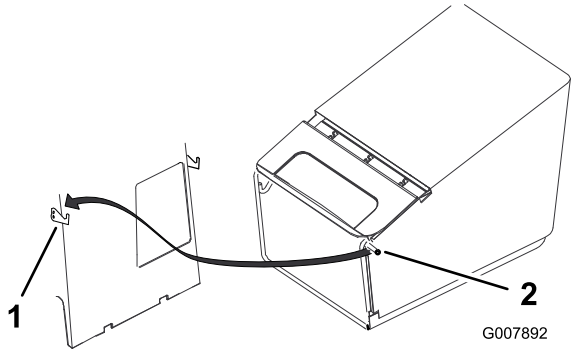

Figuur 18
3. Hang de pennen van het graszakframe aan de haken, zoals wordt getoond in Figuur 18.